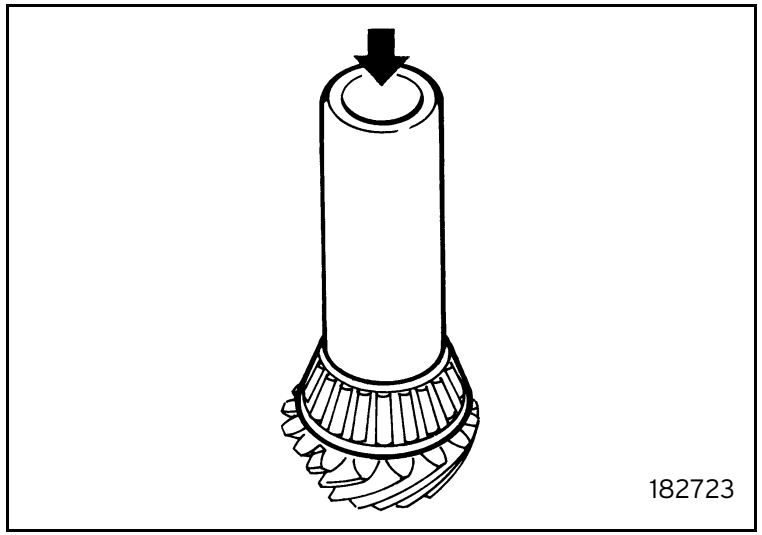

Fig. 23
- Use a suitable block to fit the inner bearing pinion (figure 23).